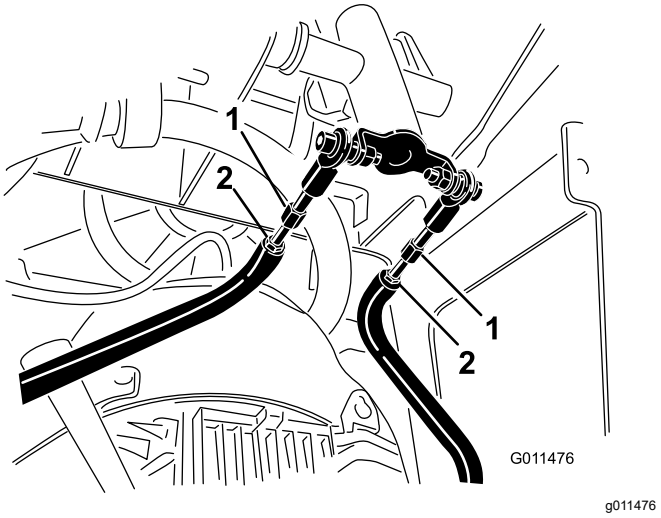

Figuur 55
D. Draai de contramoeren op de tractiestangen onder het bedieningspaneel los (Figuur 55).